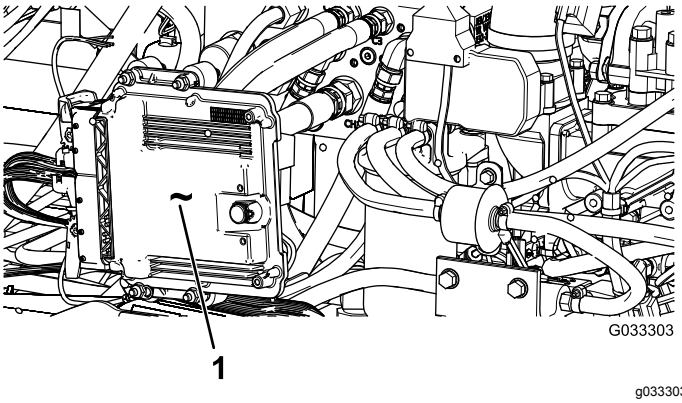

**Figur 93**
***Viktigt:*** **Låt inte motorstyrenheten (ECU) eller elkontakter komma i direkt kontakt med vatten, eftersom detta kan orsaka skador. Se Figur 93 för styrenhetens och de elektriska anslutningarnas placering.**